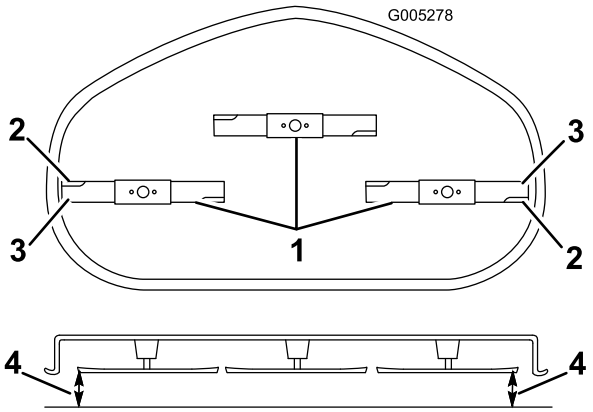

Figur 43
5. Vrid försiktigt knivarna från sida till sida (Figur 43). Om inte båda mätningarna är inom 5 mm krävs en justering; fortsätt denna procedur.
6. Mät mellan de yttre kniveggarna och den plana ytan (Figur 43). Om inte båda mätningarna är inom 5 mm krävs en justering; fortsätt denna procedur.